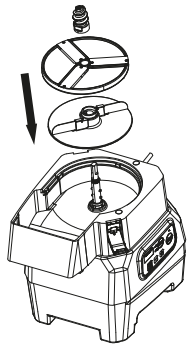
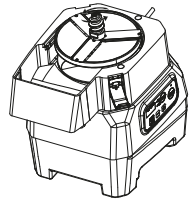

Fig. 3
Fig. 4
3) Coloque el disco de transferencia de material y el disco de corte en el eje de salida en orden, como se muestra en la Fig.3. Cuando el centro del disco esté atascado en el pasador, sostenga el disco de transferencia de material con la mano izquierda y gire el disco en el sentido de las agujas del reloj hasta la parte inferior con la mano derecha. A continuación, instale el cono central en el eje de salida y bloquee el disco en el sentido de las agujas del reloj, como se muestra en la Fig.4.